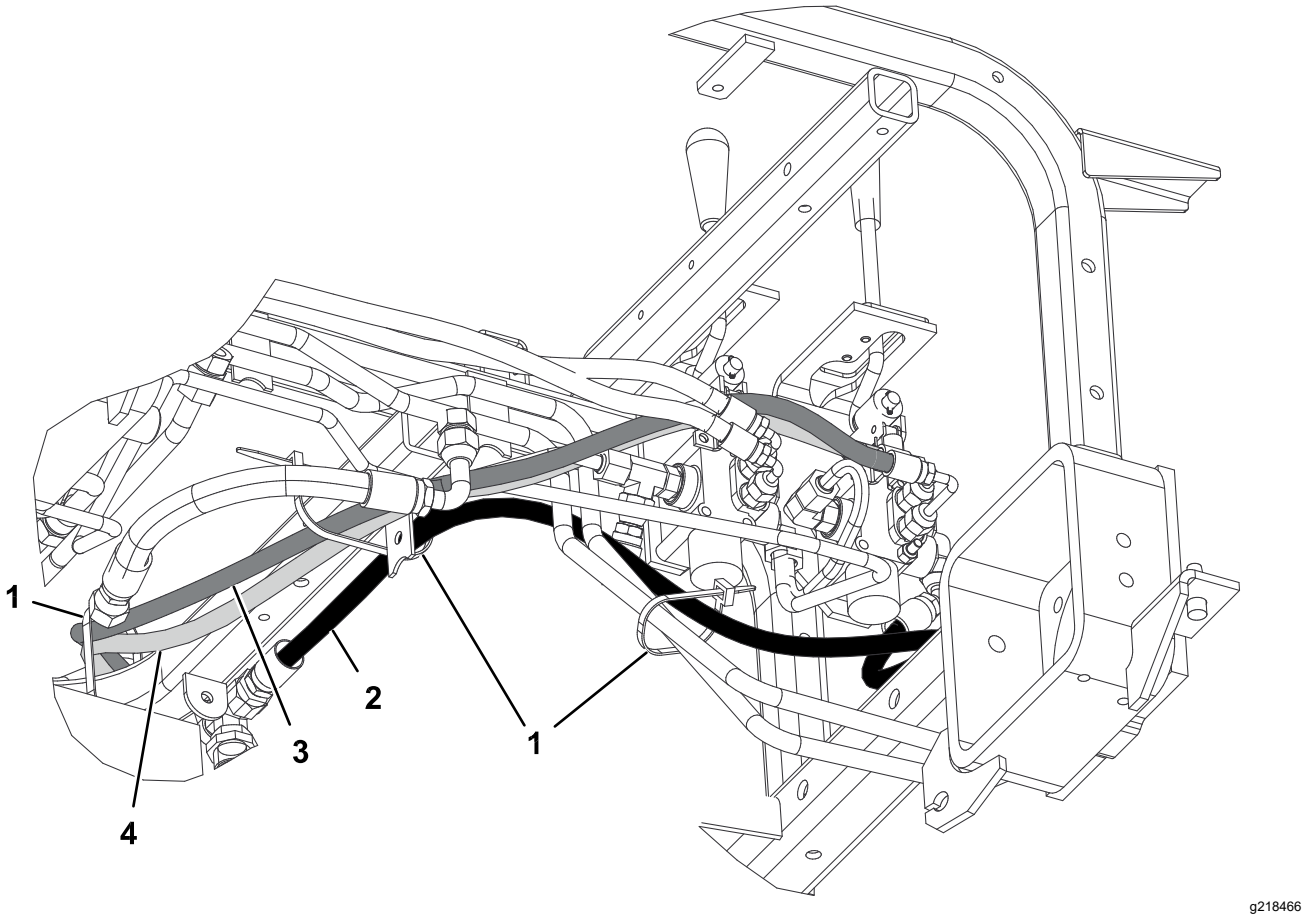

Bild 24
2. Verbinden Sie das T-Anschlussstück mit dem 45°-Ende des Hydraulikschlauchs (Teile-Nr. 108-8449) mit der offenen Seite des T-Anschlussstücks auf der rechten Seite des Ventils und das gerade Ende des Schlauchs mit dem freien Anschlussstück des Ölkühlers (Bild 23). Siehe Bild 24 und Bild 25 für die Schlauchführung.
4. Schließen Sie das kurze 90°-Anschlussstück des Hydraulikschlauchs (Teile-Nr. 108-8453) an das obere gerade Anschlussstück auf der Rückseite des Ventils an. Führen Sie den Schlauch durch den Drahtschlauchhalter und schließen Sie das gerade Ende des Schlauchs an das obere Anschlussstück des Hydraulikzylinders (Bild 23) an. Siehe Bild 24 und Bild 25 für die Schlauchführung.
5. Schließen Sie das lange 90°-Anschlussstück des Hydraulikschlauchs (Teile-Nr. 108-8454) an das untere gerade Anschlussstück auf der Rückseite des Ventils an. Führen Sie den Schlauch durch den Drahtschlauchhalter und schließen Sie das gerade Ende des Schlauchs an das untere Anschlussstück des Hydraulikzylinders (Bild 23) an. Siehe Bild 24 und Bild 25 für die Schlauchführung.
8. Befestigen Sie die Schläuche mit Kabelbindern an der Maschine an den in Bild 24 und Bild 25 gezeigten Stellen.